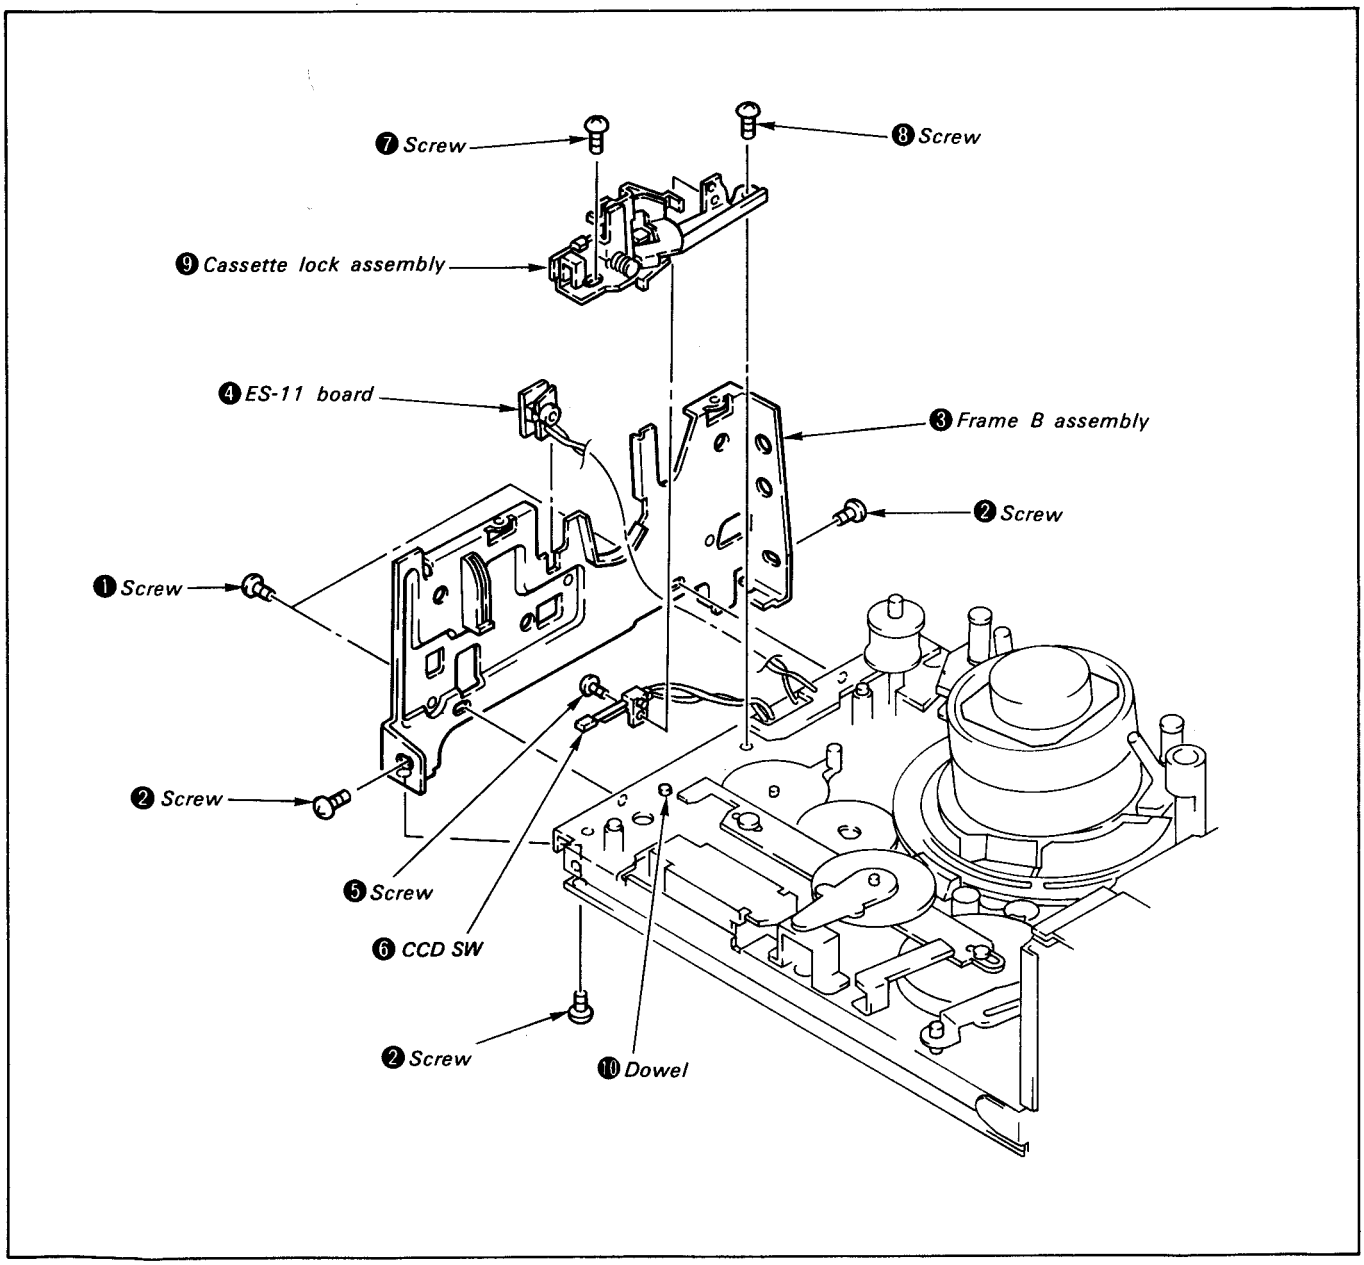

Fig. 2-33
3) Remove 2 screws ❶ and 3 screws ❷ and then, remove frame B assembly ❸.
4) Remove ES-11 board ❹.
5) Remove screw ❺ and remove CCD SW ❻.
6) Remove screw ❼ and screw ❽, and remove cassette compartment lock assembly ❾. (See Fig. 2-33)